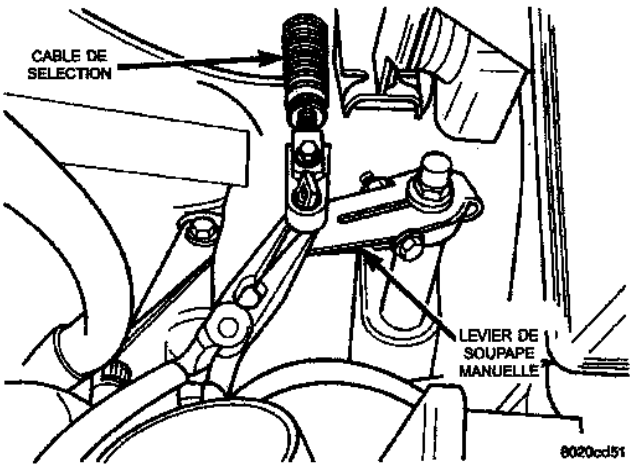

Fig. 36 Timonerie de sélection au levier de soupape manuelle
(1) Déconnecter le câble négatif de la batterie.
(2) Déposer le conduit de l'épurateur d'air. Déconnecter la timonerie de sélection de la boîte-pont au levier de soupape manuelle (Fig. 36).